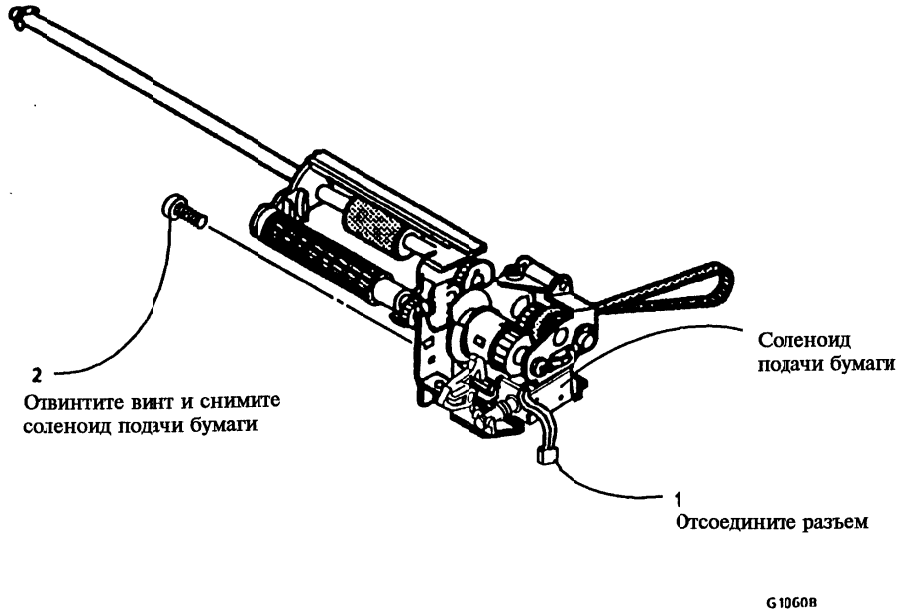

Рисунок 2. Снятие соленоида подачи бумаги (SOL2)
3. (Рисунок 2): Снимите соленоид подачи бумаги.